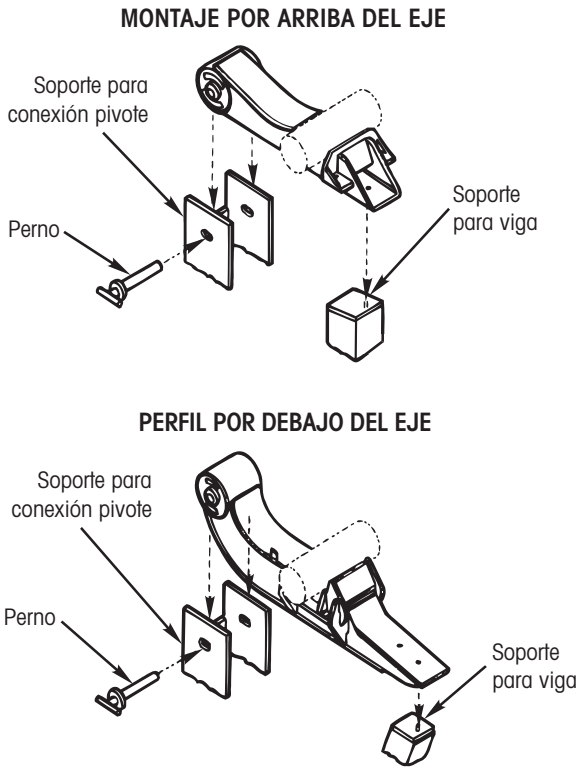

Figura 5. Instalación de la viga
- **Vigas de la suspensión sin perchas** — (consulte la Figura 5). Baje las vigas en los soportes para conexión pivote y en la parte superior de los soportes para viga. Los soportes para viga localizarán y soportarán el extremo de la viga. Alinie las ranuras de los soportes para conexión pivote con el metal interno de los agujeros del buje e inserte el perno (Figura 5). Repita el procedimiento en la viga de suspensión restante.